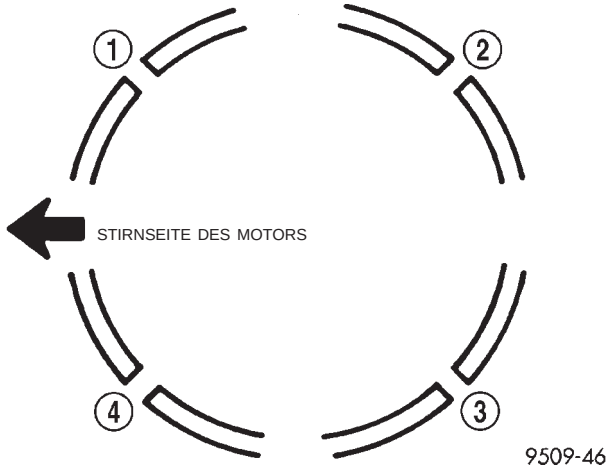

Abb. 114 Anordnung der Kolbenringstöße
(4) Kolbenringstöße versetzt anordnen (Abb. 114).
(5) Stoß des Spreizrings um mindestens 45° zu den Stößen der Abstreifschneiden versetzt anordnen, jedoch **nicht** auf der Kolbenbolzen-Mittellinie oder in Druckrichtung. Die versetzte Anordnung der Ringstöße trägt maßgeblich zu einem geringen Ölverbrauch bei.
(1) Vor dem Einbau der Kolben und Pleuel in die Zylinderbohrungen darauf achten, daß die Kolbenringstöße und der Stoß des Ölabstreifrings gegeneinander versetzt sind.
(2) Vor Anbringen des Kolbenringspannbands sicherstellen, daß die Enden des Spreizrings stumpf aneinanderstoßen und die Stöße der Abstreifschneiden gegeneinander versetzt sind (Abb. 114).